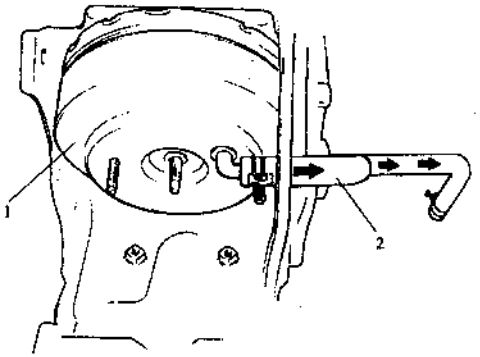

Fig.3.7-16
3) Disassemble the vacuum hose (I) from the vacuum booster. (Fig.3.7-16)